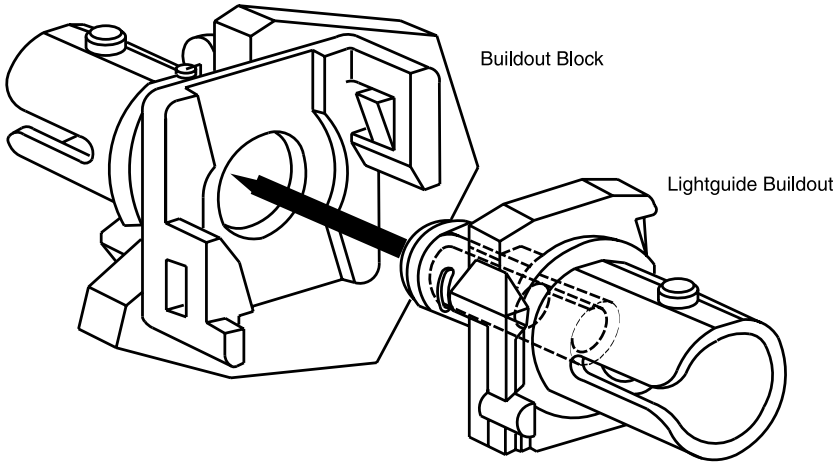

Figure 1. *ST*-Type Universal Buildout
3. Align lightguide buildout locking tab with slot in buildout block (unlocked position), push in, and rotate clockwise until locked into position. Refer to the appropriate figure (Figure 1, 2, or 3) for the specific buildout type.